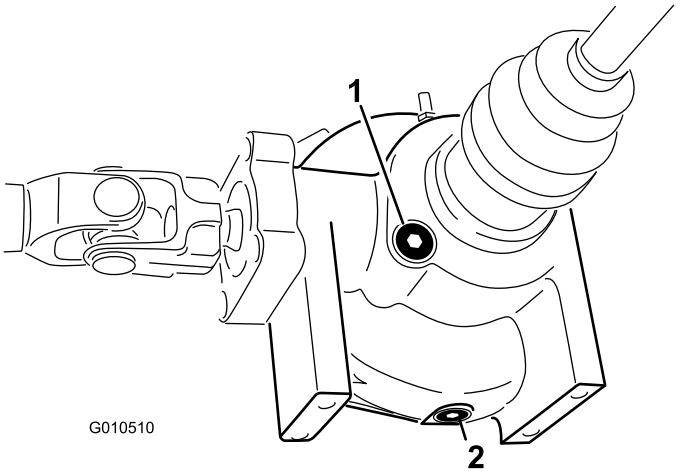

Figur 20
2. Rengör området runt påfyllnings-/kontrollpluggen på differentialens sida (Figur 20).